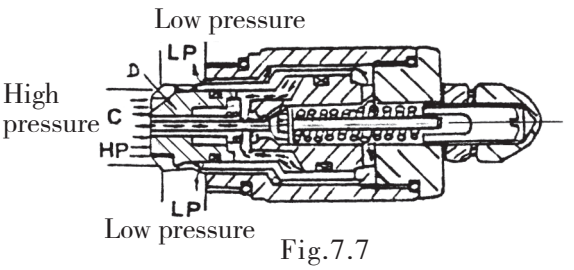

Fig.7.7
(3) As the pilot poppet "E" is opened,the preeure behind the poppet "C" drops,due to which the poppet "C" is moved to seat on the pilot poppet "E".As a result of this,the oil flowing behind the relief valve poppet," D" is shut off and the pressure at the inner side is reduced.(See Fig.7.7)